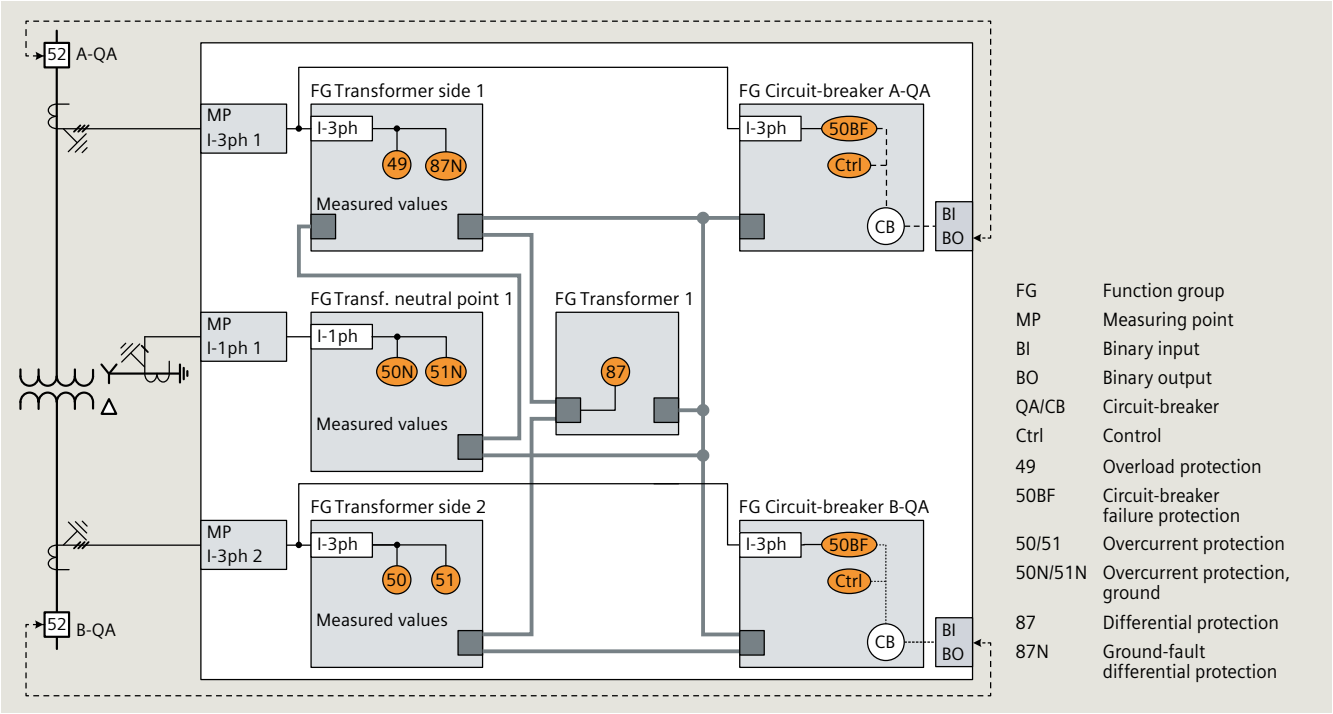

Fig. 6.2-30: Protection of a transformer
Fig. 6.2-30 (next page) shows an example of a system configuration. The functions in the application template are combined in functional groups (FG). The functional groups (FG) correspond to the primary components (protection object: line; switching device: circuit-breaker), thereby simplifying the direct reference to the actual system.